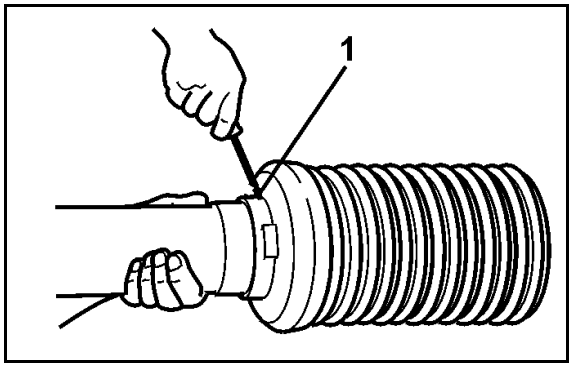

図 52
6. 注油ニップル (図 52/1) を外し、プロペラシャフト (図 52/2) を差し込みます。
7. 接続ヨーク (図 52/3) をせん断ボルト (図 52/4) で固定します。
8. 潤滑ニップル (図 52/1) を回しこみます。